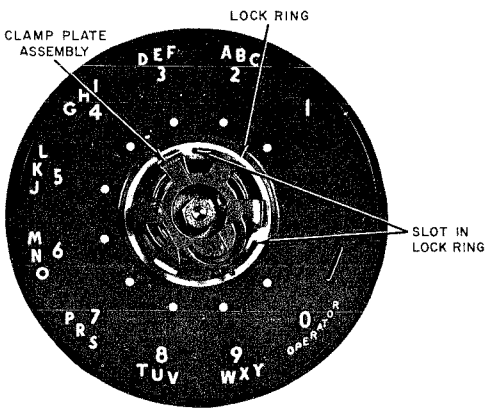

Fig. 6 — Fingerwheel and Finger Stop Removed to Show Lock Ring
(3) Insert tip of screwdriver blade into one of the three slots on the lock ring (Fig. 6).